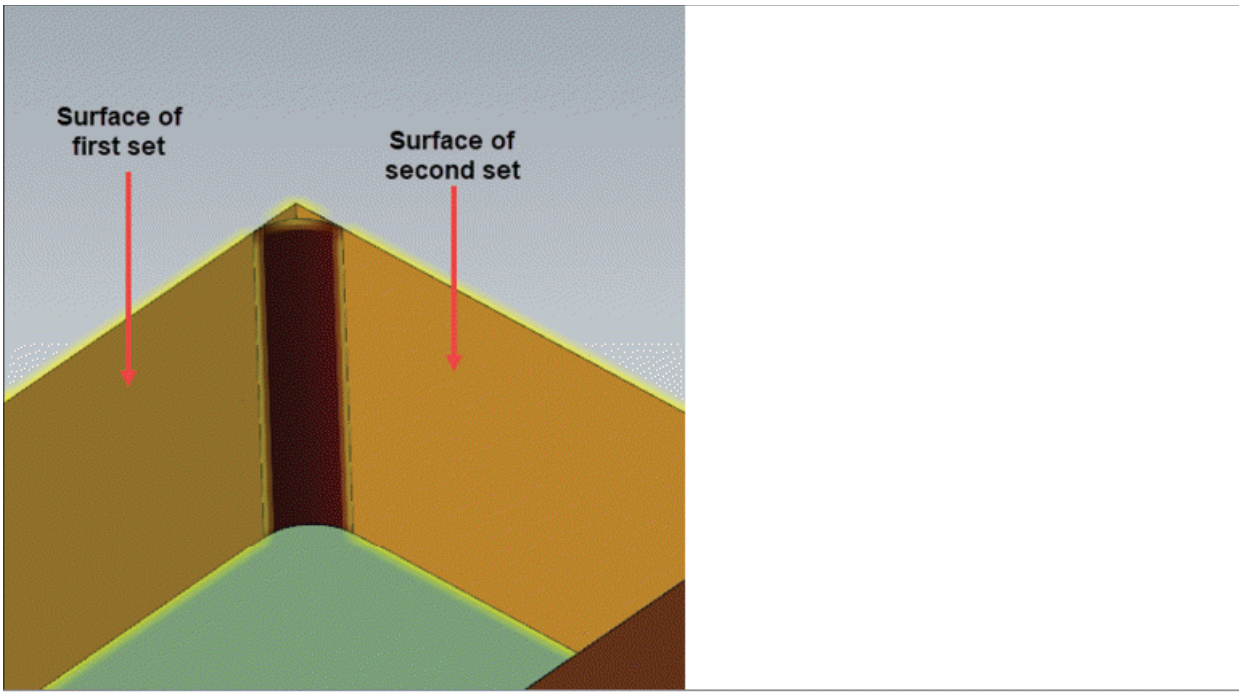

Figure-57. Preview of surface fillet
- Select desired surface(s) and press **ENTER**. Preview of fillet will be displayed; refer to Figure-57.